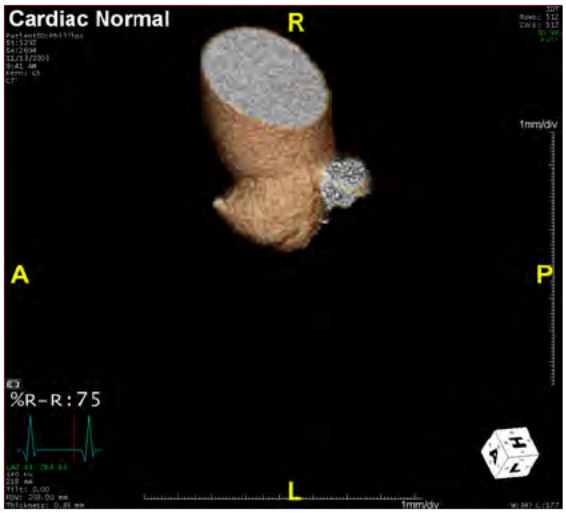

Figure 2-62: Aortic Root Loaded
3. Select **Load** to load the *masked area only*, which is the aortic root. The aortic root is displayed in the main window (see Figure 2-62).